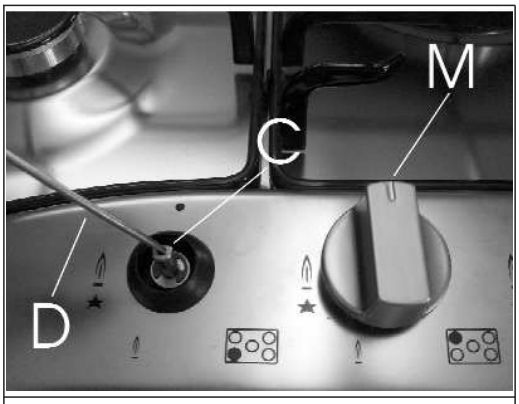

FIG. 13
- Quitar el mando "M" (fig. 13) del grifo que está fijado a presión en la varilla del mismo.
- Introducir un destornillador pequeño "D" en el agujero "C" (fig. 13) y girar a la derecha o a la izquierda el tornillo de regulación hasta que la llama del quemador quede regulada convenientemente al "Mínimo".